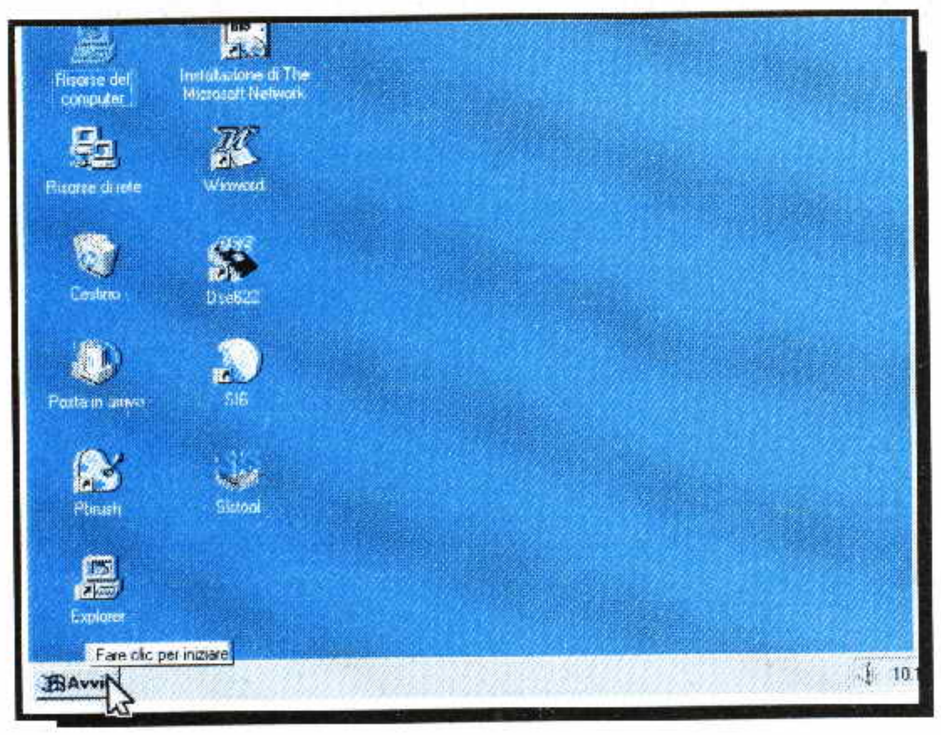
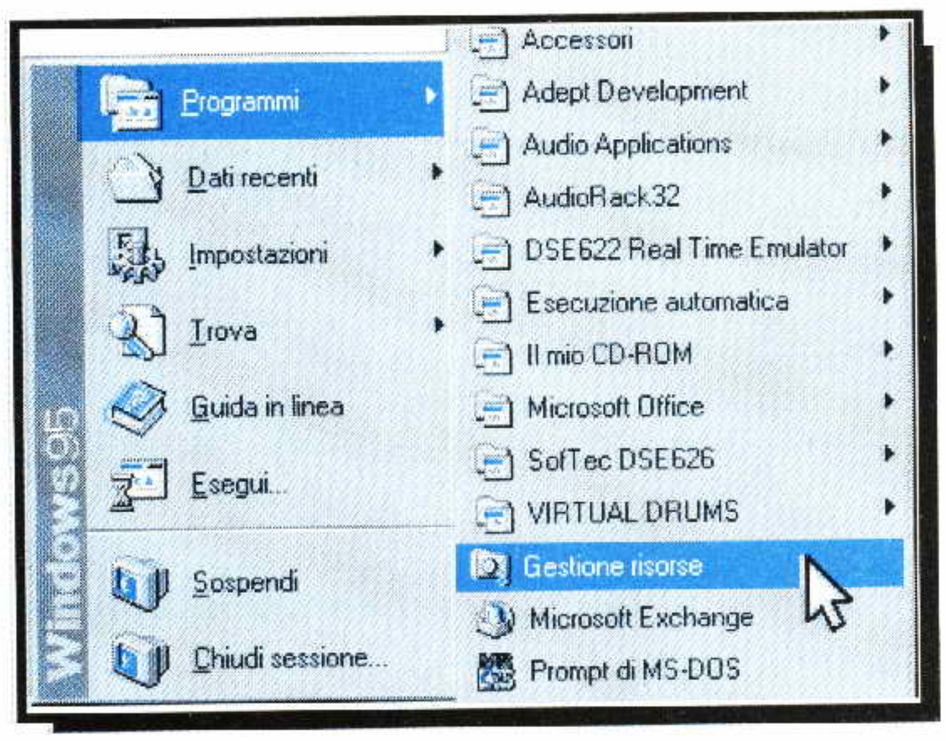

Fig. 1
Fig. 2
– Quando siete in **Windows 95** portate il cursore sulla scritta **Avvio** (vedi fig.1) e cliccate. Nella finestra che appare scegliete **Programmi** e nel menu a destra portate il cursore su **Gestione Risorse** quindi cliccate (vedi fig.2).